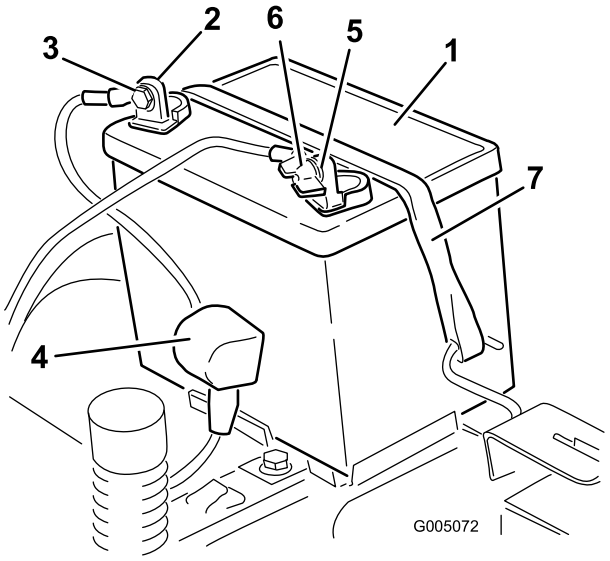

Bild 38
4. Klemmen Sie das Minuskabel (schwarz) vom Batteriepol ab (Bild 38). Bewahren Sie alle Befestigungen auf.
5. Schieben Sie die Gummiabdeckung am Pluskabel (rot) nach oben. Klemmen Sie das Pluskabel (Rot) vom Batteriepol ab (Bild 38). Bewahren Sie alle Befestigungen auf.
6. Nehmen Sie die Batterieklemme ab (Bild 38) und heben Sie die Batterie aus dem Ständer heraus.
1. Legen Sie die Batterie in den Ständer, wobei die Klemmen zur Betriebsstellung weisen (Bild 38).
5. Befestigen Sie die Batterie mit der Befestigung (Bild 38).